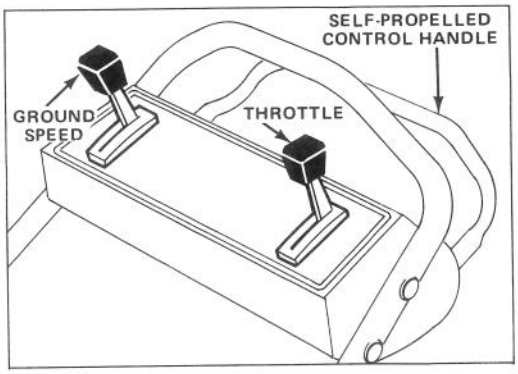

Figure 8
1. CONTROLS – Throttle, ground speed control and blade/self-propelled control bar are on upper handle (Fig. 8). Recoil starter is on top of engine.
2. Push spark plug wire onto spark plug and move ground speed control to "N" (Fig. 8).
4. STARTING – Move throttle to FAST. Pull engine mounted recoil starter out until positive engagement results: then pull vigorously to start the engine. Regulate as desired when engine starts (Fig. 8).
6. STOPPING (Fig. 8) – Release control bar to stop blade and traction drive. Move ground speed control to "N". To stop engine, move throttle to OFF. Pull wire off spark plug if mower is unattended or not used.